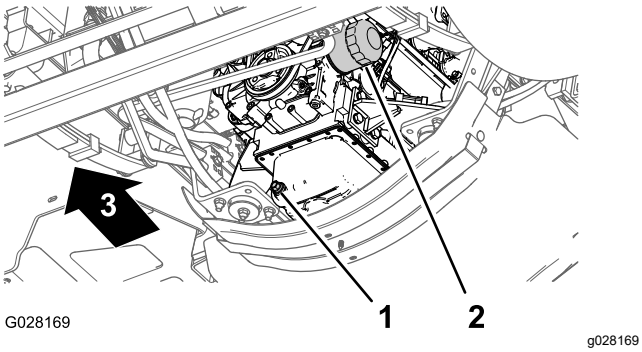

Figur 79
3. Placera ett avtappningskärl under motoroljefiltret (Figur 79).
4. Ta bort det gamla oljefiltret (Figur 79).
8. Montera oljefiltret i filteradaptern och vrid oljefiltret medurs tills dess att gummipackningen vidrör filteradaptern och skruva sedan åt filtret ytterligare ½ varv (Figur 79).
1. Rikta in ett kärl under avtappningspluggen (Figur 79).
2. Ta bort avtappningspluggen (Figur 79) och låt all olja rinna ut.